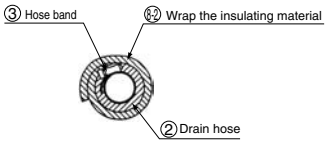

Figure 16
(5) Insulate the drain hose ② fixed by the procedure (4) using the attached insulating material ⑧-②. Wrap the entire surface over the hose band on the drain hose. (Figure 16)